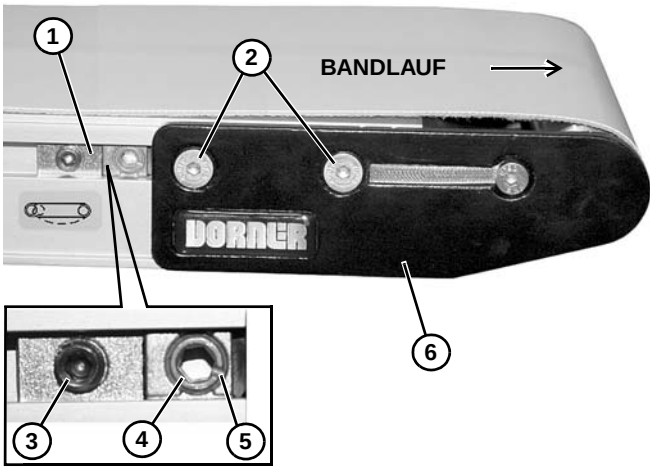

Abbildung 59
Förderbänder ohne V-Führung sind mit Band-Tracking-Exzenterbaugruppen **(Abbildung 59, Teil 1)** zum Einstellen des Band-Trackings ausgerüstet.
1. Sicherstellen, dass die Befestigungsschrauben der Kopfplatte **(Abbildung 59, Teil 2)** auf beiden Seiten des Förderbands festgezogen sind.
2. Auf beiden Seiten des Förderbands die Exzenter-Befestigungsschraube **(Abbildung 59, Teil 3)** lösen. Exzenter **(Abbildung 59, Teil 4)** anpassen, bis Steckplätze **(Abbildung 59, Teil 5)** horizontal sind und zur Endseite des Förderbands zeigen. Dann die Exzenterbaugruppen gegen die Kopfplatten **(Abbildung 59, Teil 6)** schieben und die Exzenter-Befestigungsschrauben **(Abbildung 59, Teil 3)** wieder auf 7 Nm festziehen.
3. Auf der Seite, gegen die das Tracking des Bands erfolgt, die Befestigungsschrauben der Kopfplatte **(Abbildung 59, Teil 2)** lösen.
4. Bei laufendem Förderband mithilfe eines 5 mm Sechskantschlüssels den Tracking-Exzenter **(Abbildung 59, Teil 4)**in kleinen Schritten drehen, bis das Band in der Mitte des Förderbands liest. Dann, während der Exzenter festgehalten wird, die Befestigungsschrauben der Kopfplatte **(Abbildung 59, Teil 2)** mit einem 4 mm Sechskantschlüssel wieder auf 7 Nm festziehen.